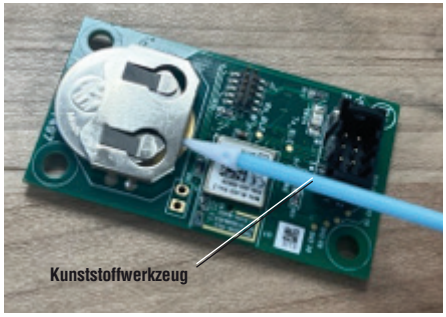

**Abbildung 4 – Entfernen der Batterie von der Platine**
4. Die Knopfzellen-Batterie (CR2032) mit einem nicht leitenden Kunststoffwerkzeug von der LED-Platine entfernen. Eine neue Knopfzellen-Batterie (CR2032) mit der positiven Seite nach oben einsetzen. Alte Batterie ordnungsgemäß entsorgen. *(Siehe Abbildung 4).*